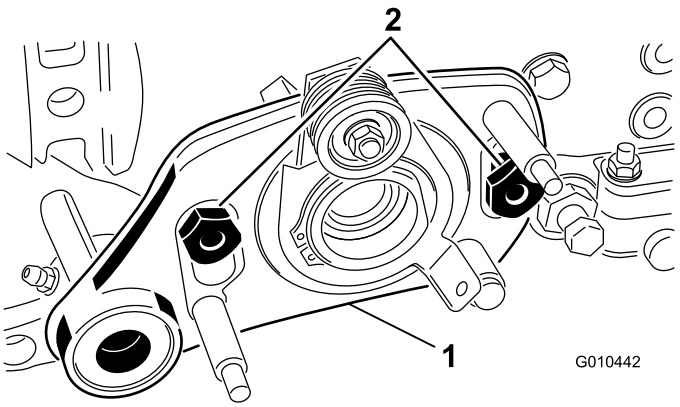

Bild 35
8. Entfernen Sie die zwei Schultermuttern, mit denen der Groomerantrieb an den Seitenplattenadaptern befestigt ist (Bild 35).